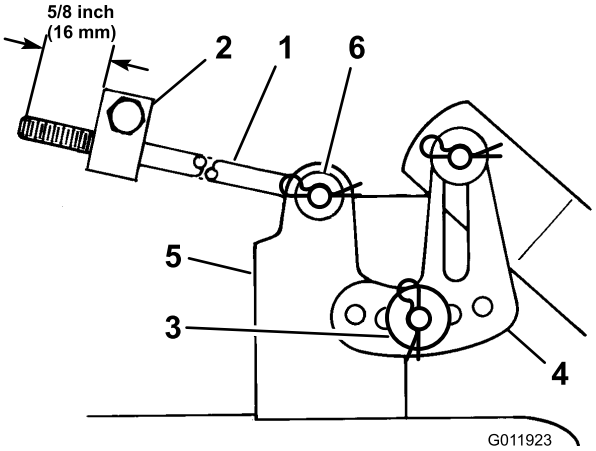

Figura 14
7. Misurate la lunghezza dell'asta che sporge dalla parte anteriore del blocco di regolazione, sui lati del telaio (Figura 14).
Nota: Se l'asta non è lunga 16 mm, togliete la coppiglia a forcina e la rondella dall'estremità dell'asta (Figura 14) e girate l'asta fino ad ottenere la lunghezza di 16 mm.